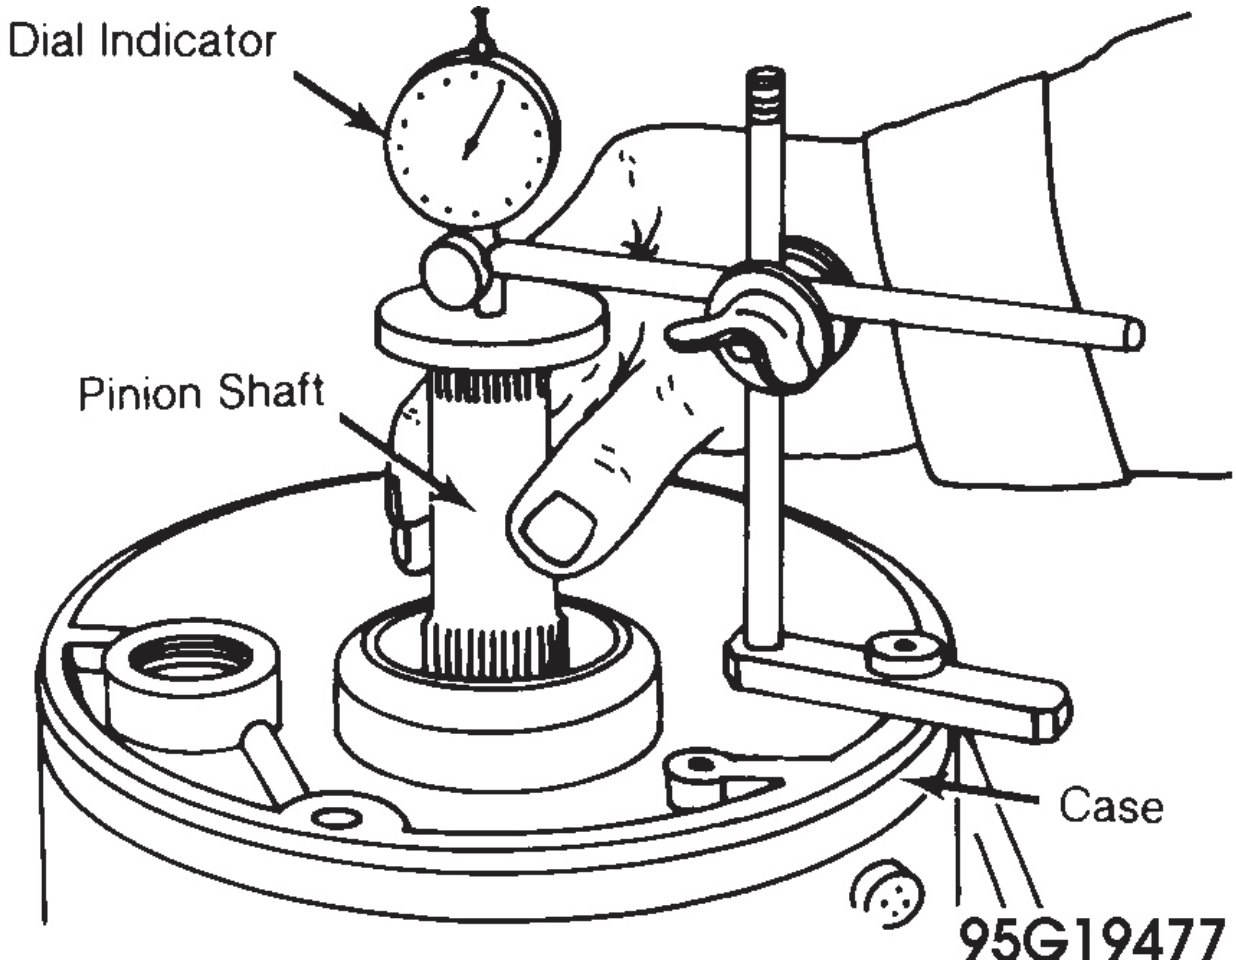

Fig. 32: Using Dial Indicator To Determine Pinion Preload Shim Thickness
4. Zero indicator. Move pinion shaft up and down (without turning) noting maximum end play reading on dial indicator. See **Fig. 32**. To determine proper pinion preload shim usage (to be, installed under bearing race in stator support), add .008" (.20 mm) to end play reading.